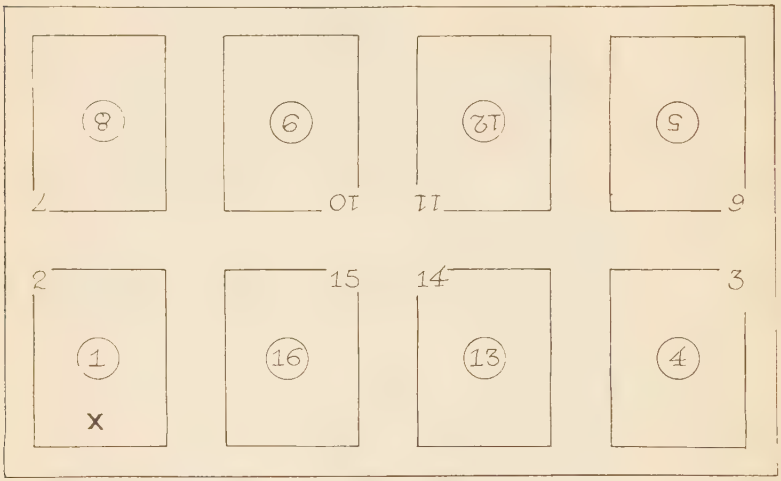

Fig. 253—Single-16 Sheet—Circled Folios are on Reverse Side of Sheet. X Marks Low Folio.
6. Examine the flat printed sheets again. If they are "imposed" for single 16 folding they will look like Fig. 253. The figures in the diagram indicate the page numbers, those in the circles denoting the page numbers or folios on the "outer" side of sheet, backing-up those folios shown without circles, on the "inside" of sheet.
8. Now comes the difficult part. We must determine whether the sheet is intended for single or double-16 folding, for quadruple (4) sixteens, or for single or double thirty-two page sections.
9. See if the sheet has 16 pages or 32 pages printed, counting both sides of sheet. If 32 pages are printed (16 pages on each side) it may be a double-16 or a single-32 sheet. If a double-16 sheet it will look like two sets of Fig. 253 and the folios would look like Fig. 254.